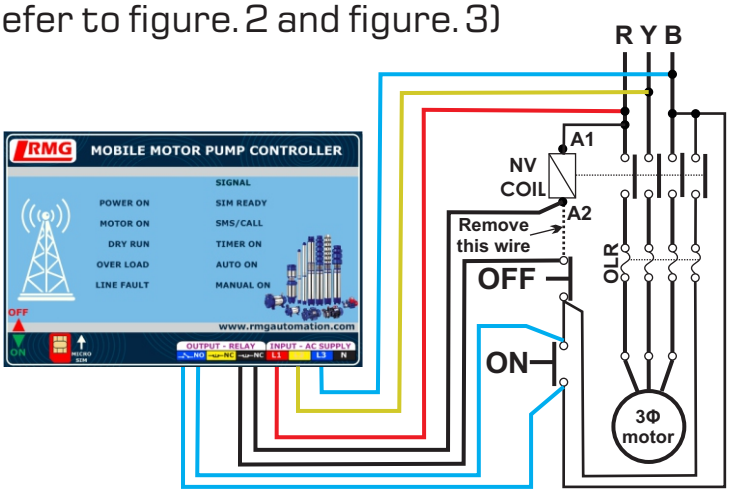
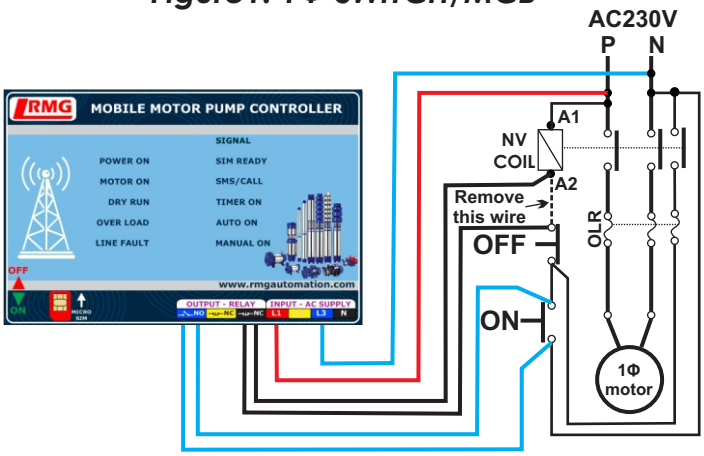

Figure2: 3Φ Starter
Figure3: 1Φ Starter
For Three Phase -->Connect R,Y,B to L1, L2 and L3 input of the starter. (Refer figure 2)
Step 5: For starter, Connect blue pair wires to ON button of starter in parallel and black pair wires to OFF button in series (Refer to figure. 2 and figure. 3)